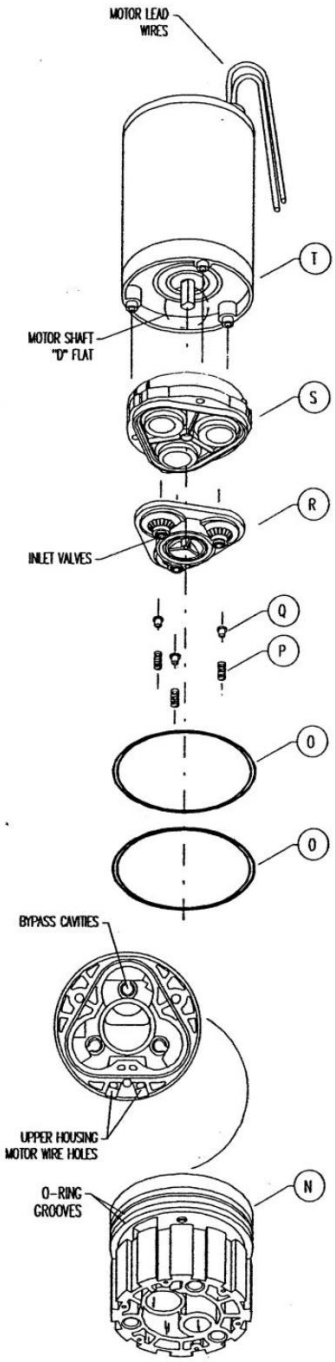

ABBILDUNG 12
4.1 Platzieren Sie die Untere Gehäusebaugruppe auf der Ventilgehäusebaugruppe (R) (Abb. 12).